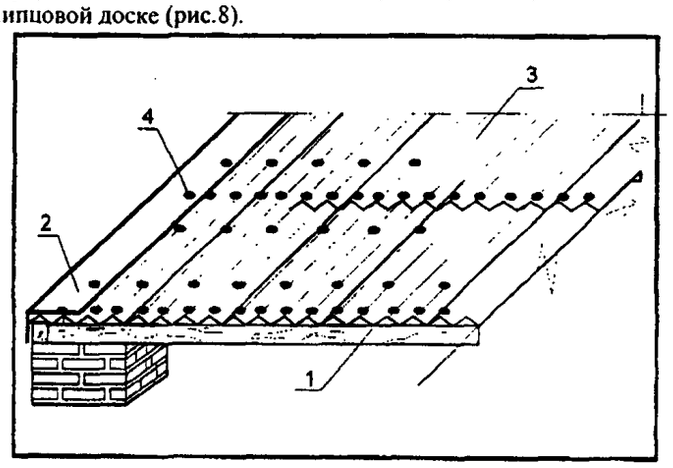

Рисунок 8.
2.15. Оформление чипцов выполняют с использованием специального чипцового или конькового элемента Ондулин. Оформить чипец можно также загнув и прибив край листа к чипцовой доске (рис.8).